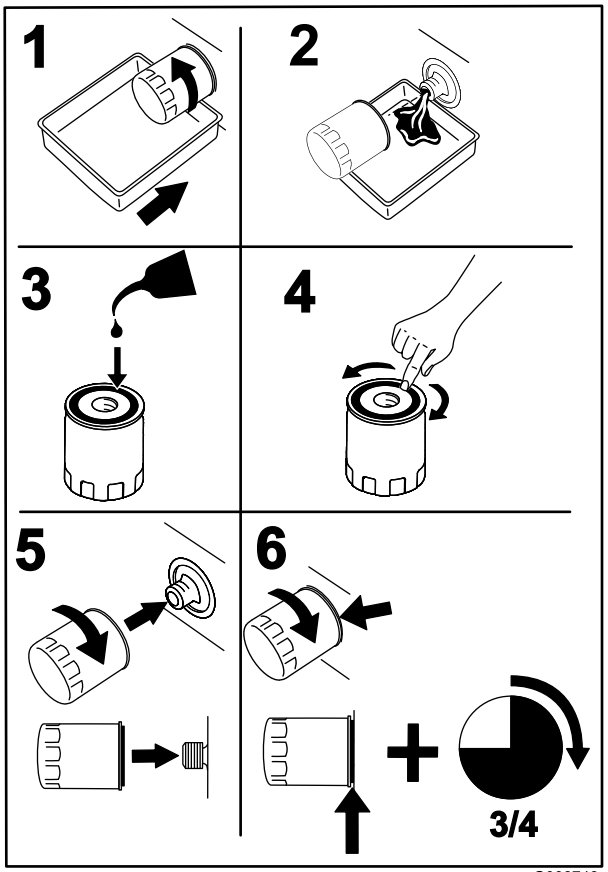

Figur 41
4. Plasser et tappefat under oljefilteret og vri filteret mot klokken for fjerne det (Figur 41).